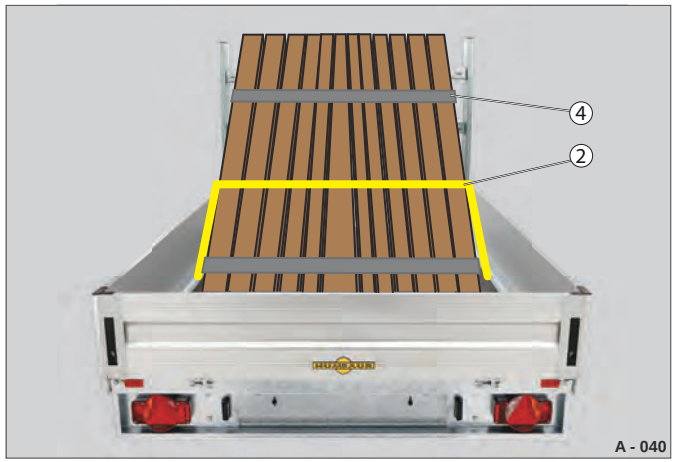

Fig. 39 Lastsikring med H-ramme
- ▶ Sur det samlede lastemne fast med surrestropper (Fig. 39 /2).